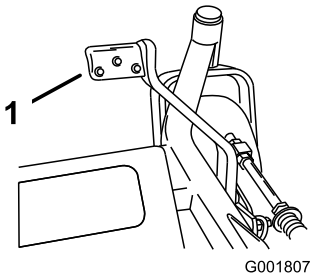

Rysunek 27
2. Naciśnij dźwignię wspomagania podnoszenia, ciągnąc dźwignię wysokości cięcia do góry (Rysunek 27).